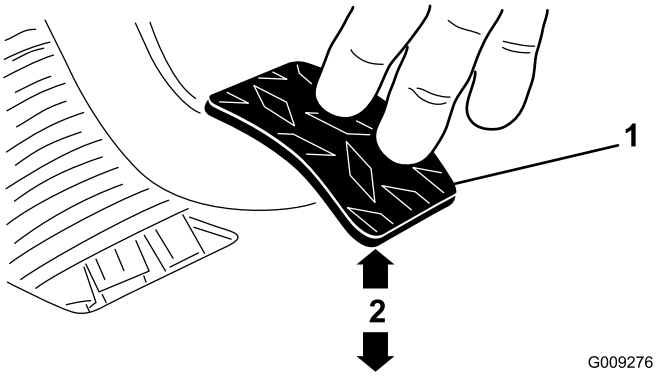

Figur 70
3. Juster låsemutterne og/eller kuleleddet helt til kanten bak på clutchpedalen er 9,5 ± 0,3 cm fra toppen av gulvplaten med rombeprofil, hver gang det øves en kraft på cirka 1,8 kg på pedalen (Figur 70).